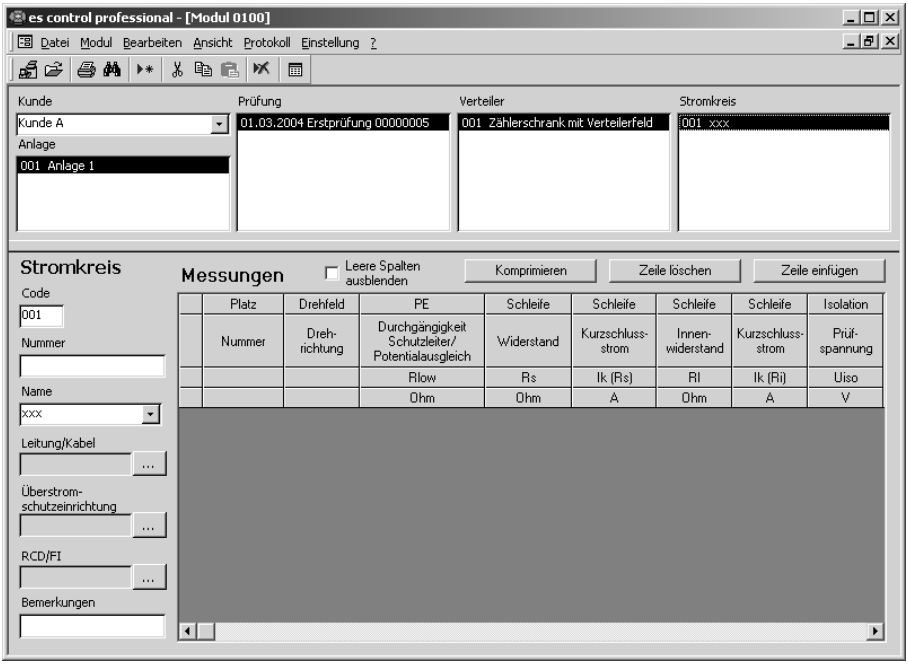

Bild 5.18: Datensatz für Stromkreis hinzufügen
- Legen Sie nun einen neuen Datensatz an. Benutzen Sie dazu den Menübefehl "Bearbeiten | Neuer Datensatz " oder verwenden Sie das Kontext-Menü, welches mit der rechten Maustaste aufgerufen wird. Es wird ein neuer Stromkreis "001 xxxxx" beim Verteiler "Zählerschrank mit ..." für die Erstprüfung in der "Anlage 1" beim Kunden "Kunde A" angelegt. Der neue Datensatz für den Verteiler wird dargestellt wie in Bild 5.18.